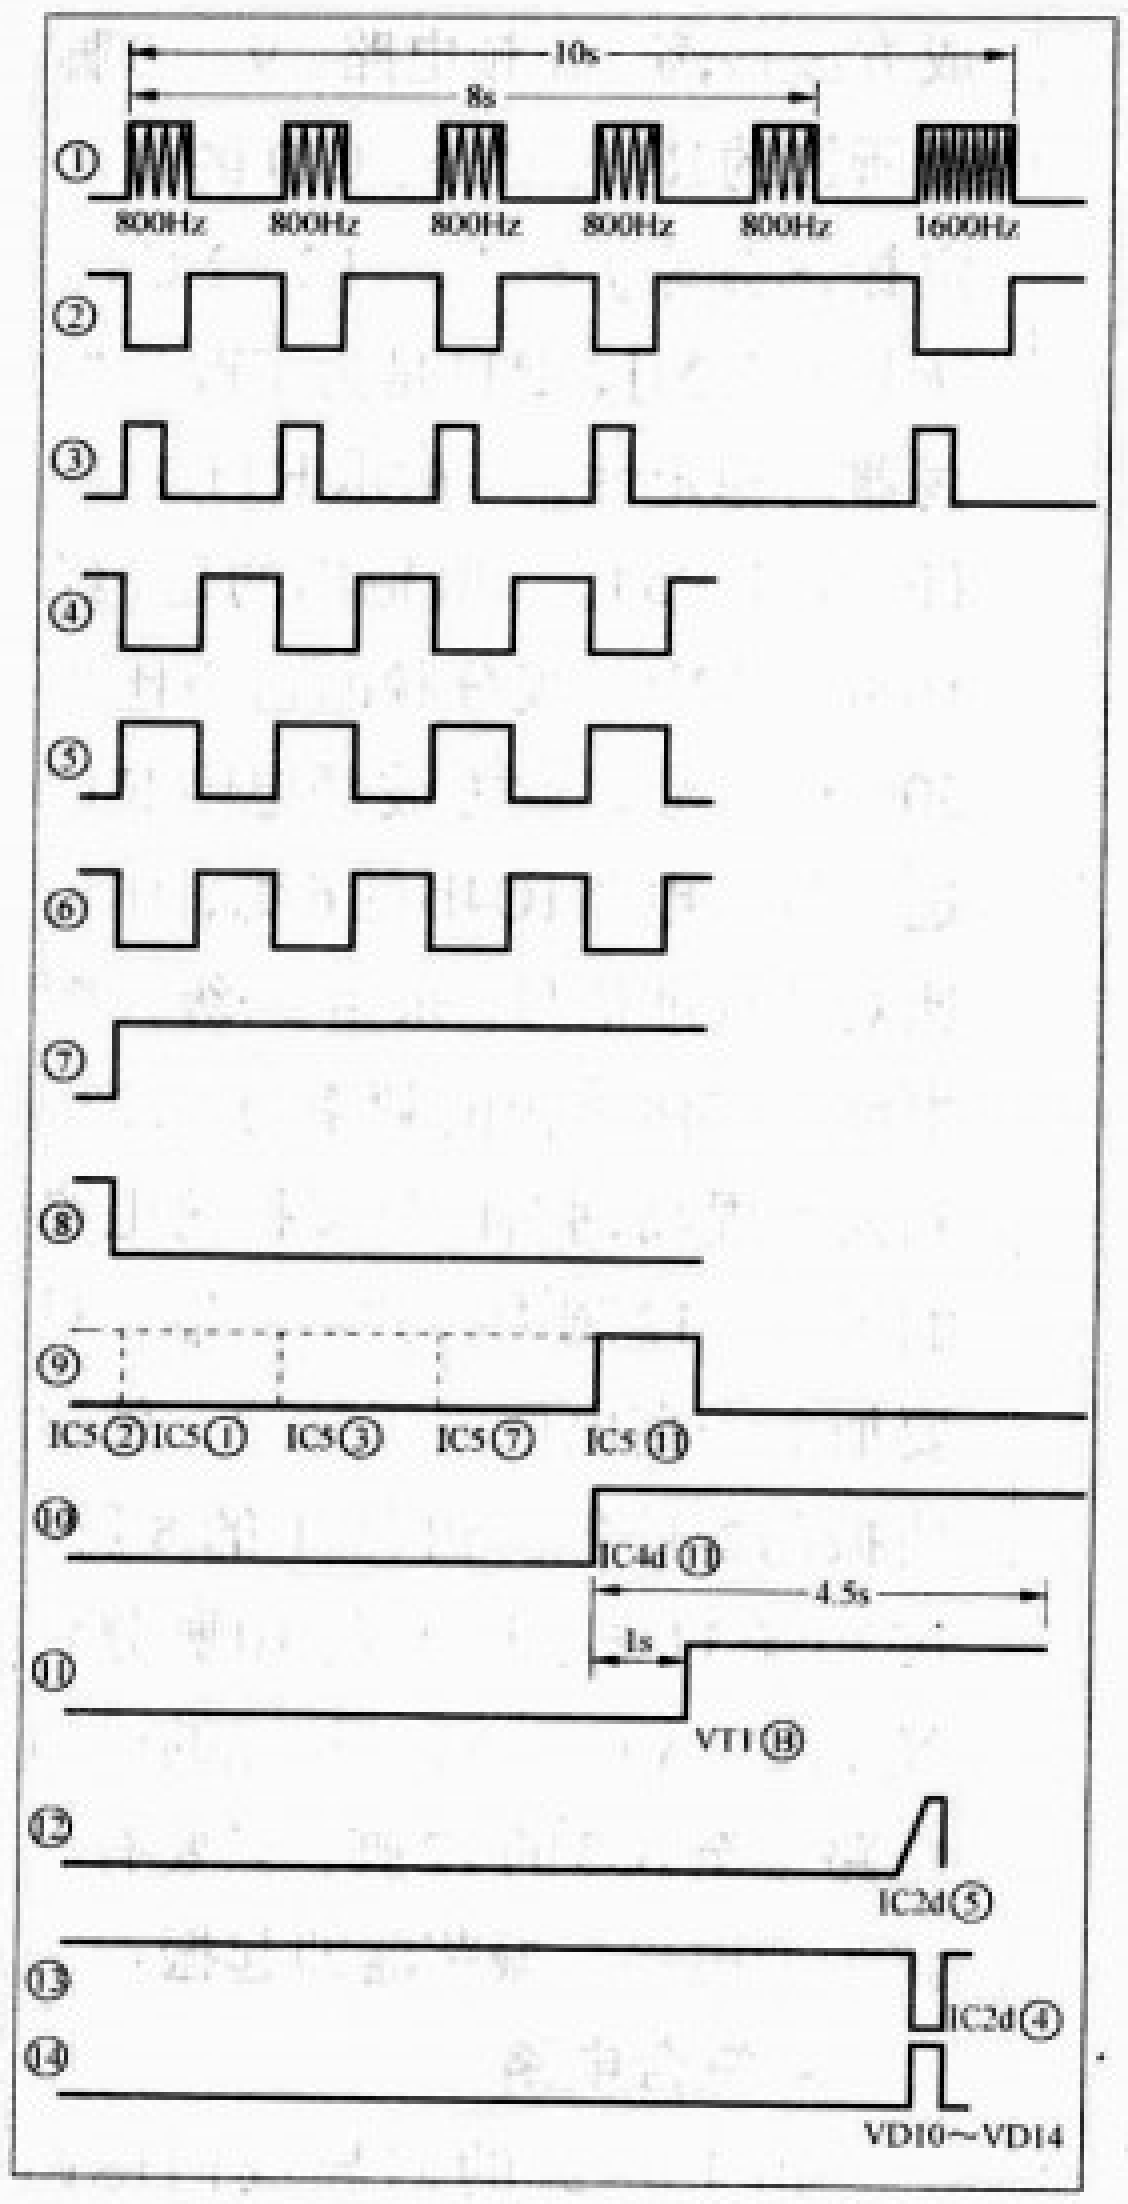

图3 各点波形图
中央广播电台报时信号的调制方波的占空比不是50%，参见图3①示意。经LM567选频输出的方波占空比当然也不是50%，(见图3②)，因此需经上述电路的调整。调节RP4，使IC2b的11脚输出的方波占空比为50%，见图3④所示。
由1／2的四异或门电路CD4070和IC2c组成符合电路。IC2b的11脚输出的方波信号经IC4a反相后输至IC4b的5脚，与6脚的标准信号进行比对，只有当5脚信号的频率、脉宽与6脚标准信号相同，并互为反相时，IC4b的4脚才为高电平，经IC2c反相为低电平，经R9输出，作为IC3和脉冲计数、分配电路IC5清零端的“解禁”信号。参见图3⑤、⑥、⑦、⑧所示。如果频率、脉宽、互为反相这三个条件中有一个不符合，IC2c的10脚即为高电平，则IC3停振清零，IC5清零复位。
脉冲经K−2选择、R14至IC5的14脚，与此同时，15脚上的VD6、VD7所组成的或门电路中只要有一路处于低电平，计数器即推进一位，由原始位2脚进一位至1脚，此时，15脚如果仍为低电平，那么，下一个正向脉冲到来时，又由1脚进一位至3脚，如是，连续4个正向脉冲，11脚才呈高电平，波形见图3④、⑧、⑨。如果在此过程中，15脚一呈高电平，那么IC5即复位，回原始状态，2脚为高电平。R14、C12组成的积分电路，增强抗干扰能力。
IC4c、IC4d组成单稳态触发器电路，由输入脉冲的正跳变沿触发。IC5的11脚输出的正脉冲经VD5、C14对IC4c的8脚触发，IC4d的11脚输出宽度约为4.5s的正脉冲（由R17、C15的值决定），见图3⑩波形。正脉冲分两路输出，一路至IC2d的6脚，另一路至继电器驱动电路。
当第6响到来时，IC1的8脚由高电平跳变为低电平，IC2a的3脚输出一正脉冲，经VD9、R21至IC2d的5脚，IC2d的4脚由高电平跳变为低电平，VT2导通，隔离二极管VD10～VD14输出一正脉冲至时钟电路。R21、C17的积分电路，滤除不必要的干扰。波形图见图3⑪～⑭。